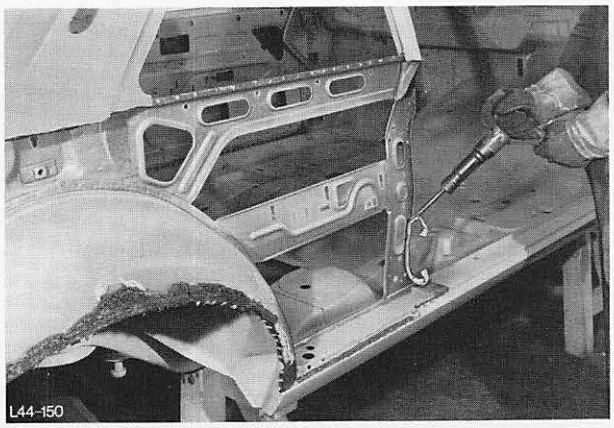

Abb. 162 Blechreste entfernen
16. Blechreste von Punktflanschen entfernen, Abb. 162, und Lötstellen ablöten.